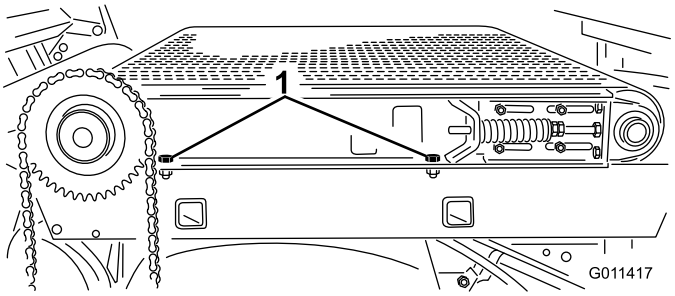

Figur 34
6. Løsne (2) hodeskruer, skivene og mutteren på hver side av maskinen som fester skyveplanet til rammen (Figur 34). Sørg for at festene er løse nok til at skyveplanet kan vippes.